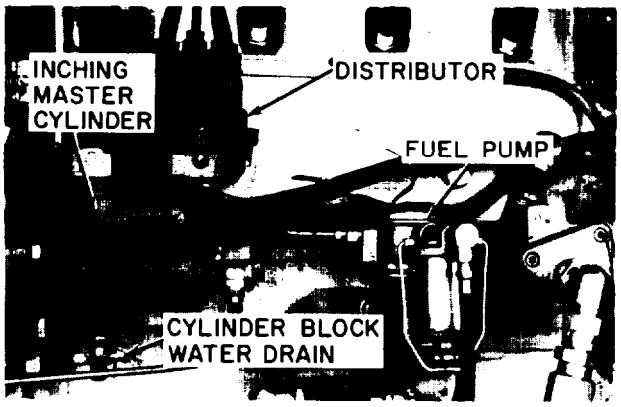

Figure 4-23. Cylinder Block Drain Location
a. Dram all coolant from engine cylinder block and radiator. (See figure 4-23 for cylinder block drain location.)